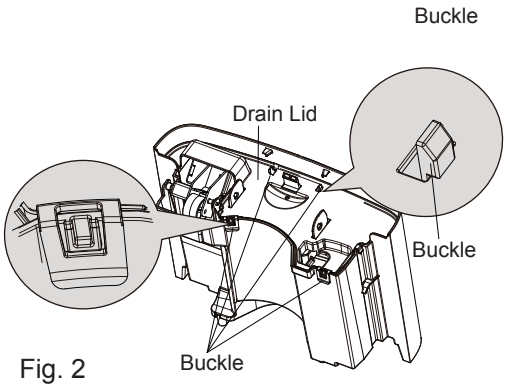

Fig. 2
(2) Press down 4 buckles around the water bucket. Lift up the drain lid. (shown in Fig.2)